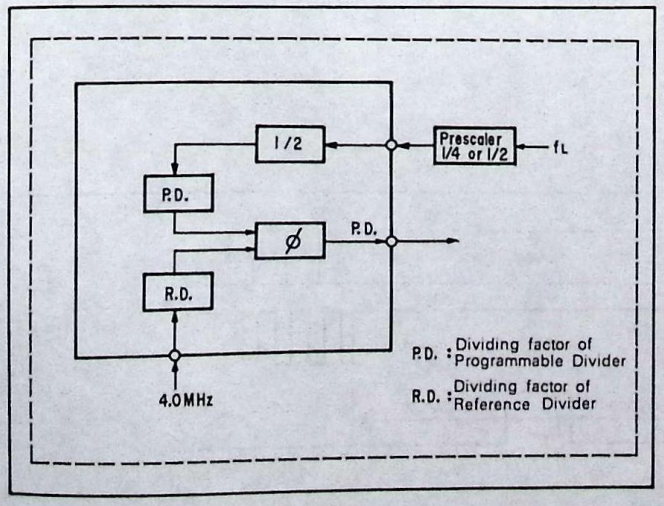

Fig. III-5
SERIAL DATA OUTPUT (⑤ Pin) is the terminal to output FREQUENCY DATA to TU202 (PPU-1A) from IC1101 (CX520-108N), and SERIAL CLOCK OUTPUT (⑦ Pin) is the terminal to output CLOCK DATA for it. FREQUENCY DATA is stored in ROM of IC1101 (CX520-108N). Fig. III-5 shows the internal block diagram of TU202 (PPU-1A).